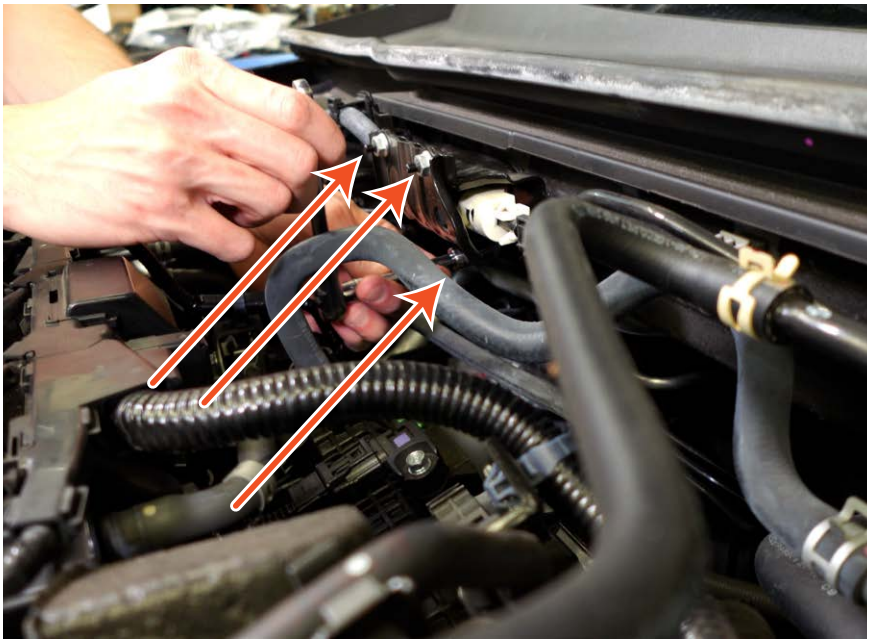

Figure 3 - 11th Gen Cover Plate
b. **Figure 3** shows 11th generation fuel line cover.